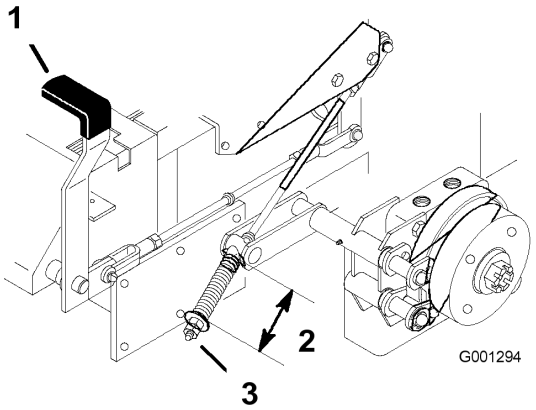

Figure 53
2. Mesurez la longueur du ressort. Les rondelles doivent être espacées de 64 mm (2-1/2 pouces) (Figure 53).
3. Si un réglage est requis, desserrez le frein de stationnement, desserrez l'écrou de blocage situé sous le ressort et réglez l'écrou directement au-dessous du ressort (Figure 53). Modifiez le serrage de l'écrou jusqu'à ce que le ressort ait la longueur voulue. Tournez l'écrou dans le sens horaire pour raccourcir le ressort et dans le sens anti-horaire pour l'allonger.